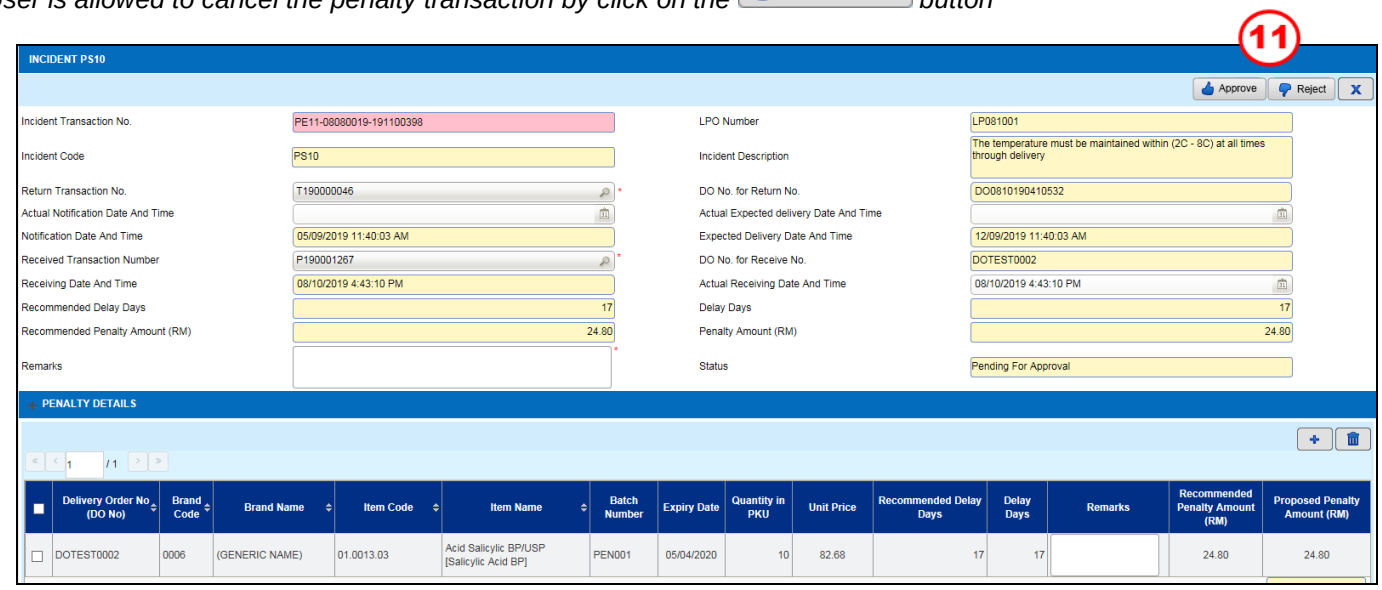

Figure 3.1.7-6 PS9A/PS10/PS11A/PS12 Incident
a) Click on the Approve button to approve the record and confirmation message will be display as Figure 3.1.7-7